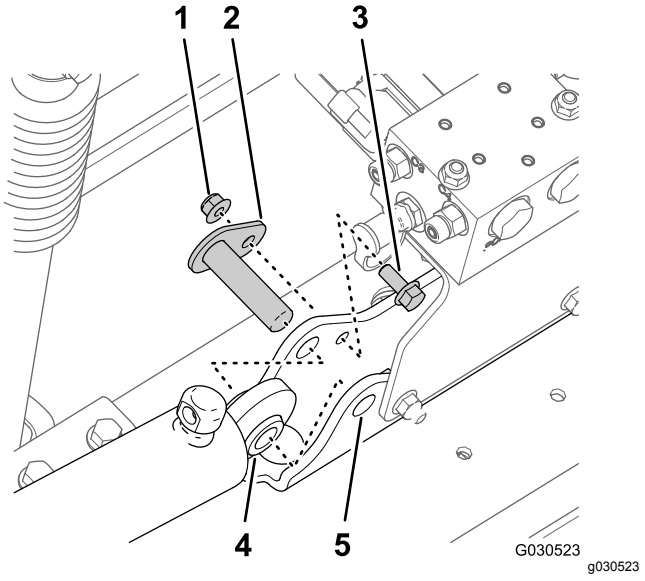

Figuur 39
3. Verwijder de flensborgmoer (5/16") en de flenskopbout (5/16 x 3/4") waarmee de draaipen bevestigd is aan de cilinderbevestiging (Figuur 39).
4. Verwijder de scharnierpen en de hefcilinder van de machine (Figuur 39).